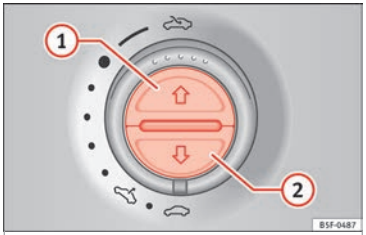

Fig. 138 En el revestimiento interior del techo: teclas de la cortinilla parasol.
Abrir completamente (función automática)	Pulse la tecla ››› **fig. 138** (1) brevemente.
- El conmutador debe estar en la posición de "cerrado" ››› pág. 15 (1).
- *Techo panorámico corredizo:* Durante los 5 segundos siguientes tras dispararse la función antiaprisionamiento, mantenga el mando tirado hacia atrás ››› pág. 15 (flecha (5)) hasta que el techo panorámico corredizo quede completamente cerrado.
- *Cortinilla parasol:* Durante los 5 segundos siguientes tras dispararse la función antiaprisionamiento, pulse la tecla ››› **fig. 138** (2) »